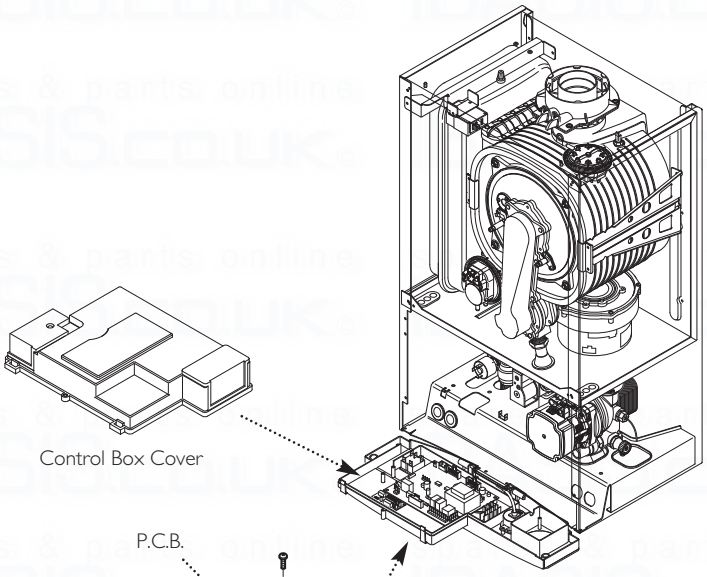

Fig. 81
13.22 P.C.B. (Fig. 81 & 82)
13.23 Pump P.C.B. (Figs. 81 & 82)